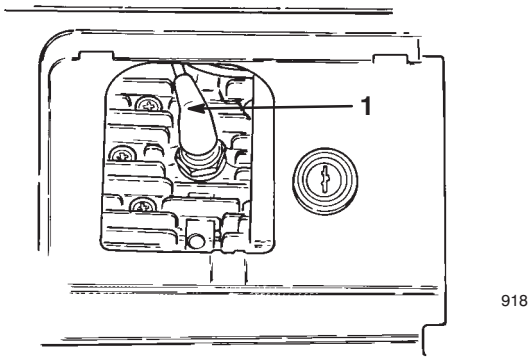

Figure 16
5. Disconnect the wire from the spark plug (Fig. 16).